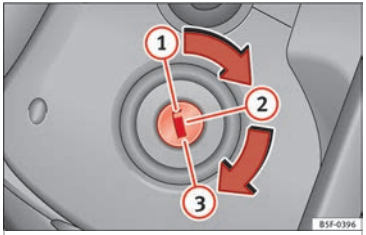

Fig. 198 Vehicle key positions
Vehicle keys »» Fig. 198
3.	**Only in vehicles with diesel engines:** for preheating, turn the key in the ignition lock to position »» Fig. 198 ②. A control lamp lights up on the dash panel ➿.